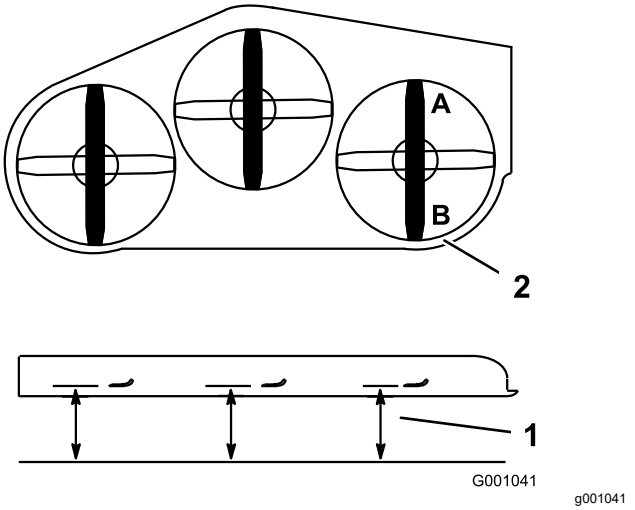

Figuur 112
1. Zet het **rechter** maaimes in de schuinstand (Figuur 112).
2. Meet het rechtermes bij punt **A**. Meet de afstand tussen een horizontaal oppervlak en de snijrand van het maaimes (Figuur 112).
4. Meet het rechtermes bij punt **B**. Meet de afstand tussen een horizontaal oppervlak en de snijrand van het maaimes (Figuur 112).
6. Het maaimes moet 6 tot 10 mm lager staan bij punt **A** dan bij punt**B** (Figuur 112). Indien dit niet het geval is, gaat u als volgt te werk.